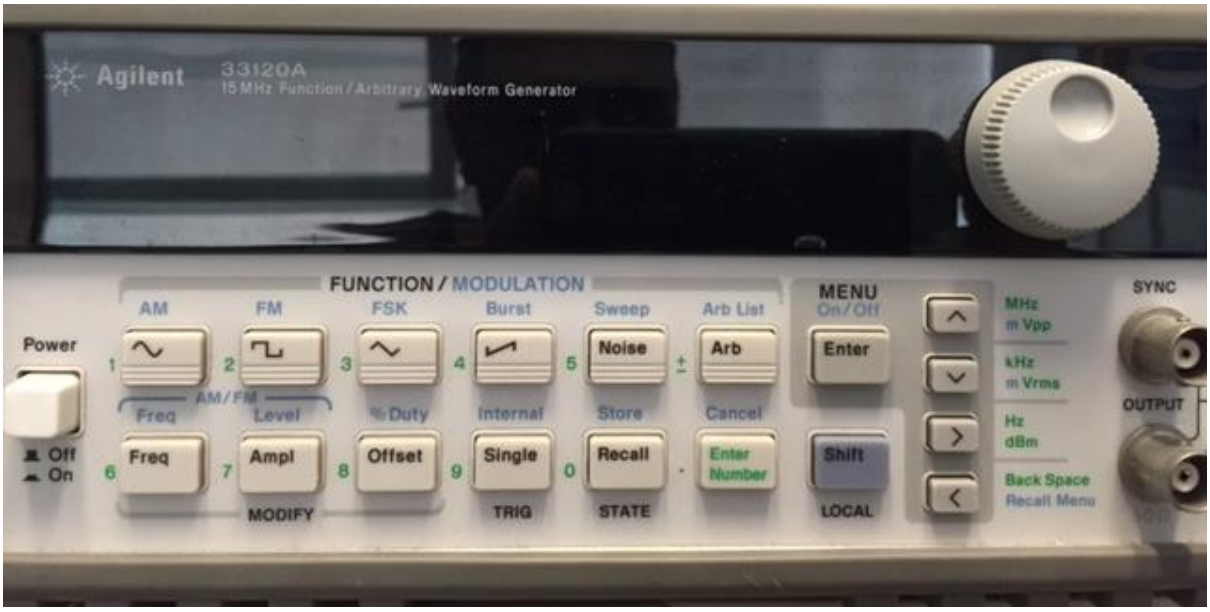
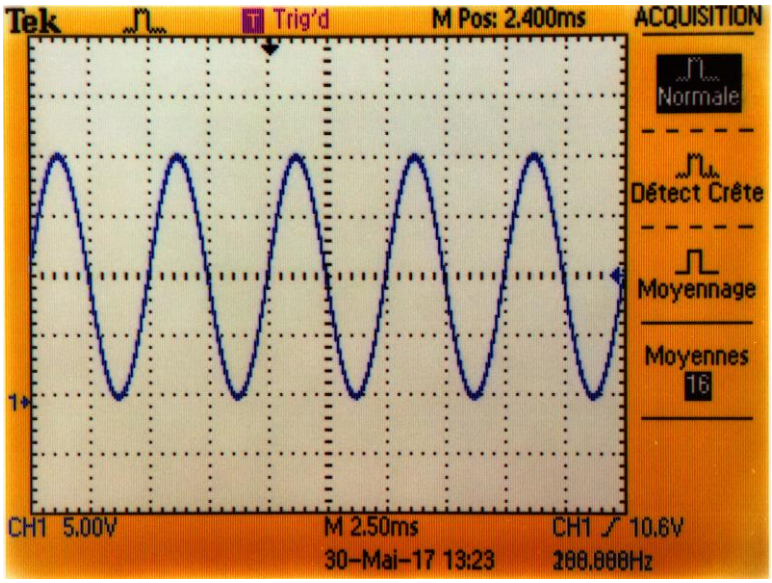
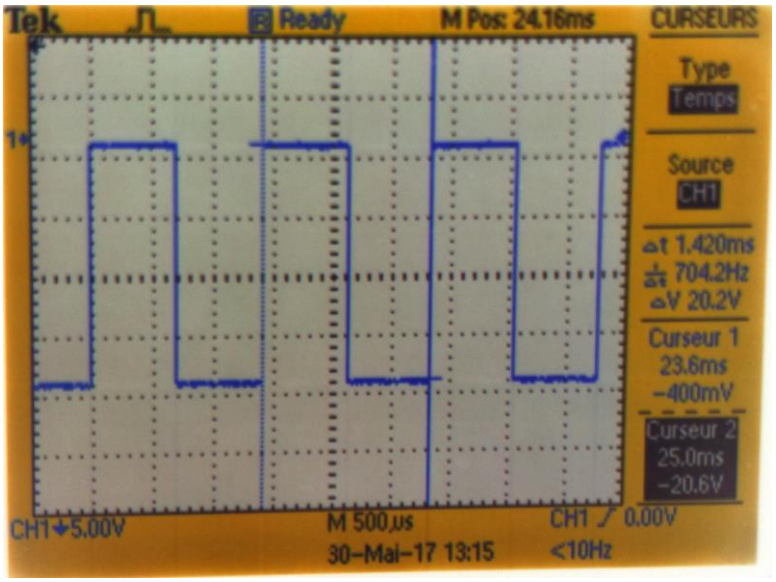

Figure 5 : Façade avant du GBF utilisé
Figure 6 : Oscillogramme
Figure 7 : Oscillogramme.
3.7 En figure 6 se trouve un oscillogramme généré à partir du GBF dont la façade est représentée en figure 5 :
3.7.7 On souhaite décaler de +1V le signal. En vous aidant de la figure 5, comment procédez-vous ?
3.7.8 Dessiner le signal ainsi mesuré sur la figure 5.
3.8 La figure 7 représente un oscillogramme généré à partir du même GBF que précédemment (figure 5) :
3.8.1 Calculer le rapport cyclique à partir du signal donné sur la figure 7 :